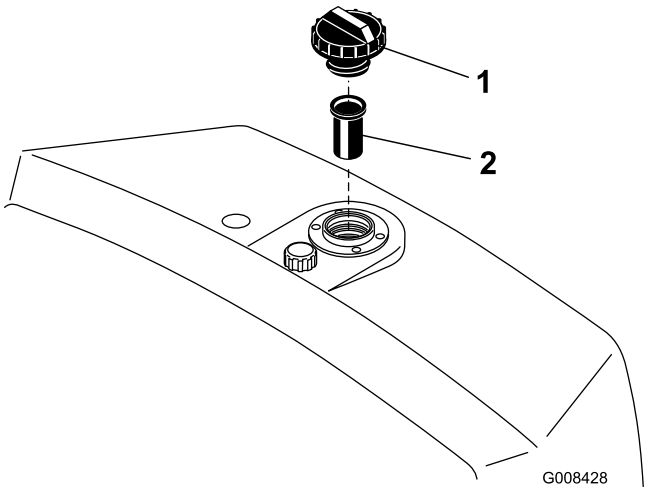

Figuur 26
2. Haal de dop van het reservoir en controleer het vloeistofpeil. Het vloeistofpeil moet tot aan de onderkant van het filter in de vulbuis staan (Figuur 26).